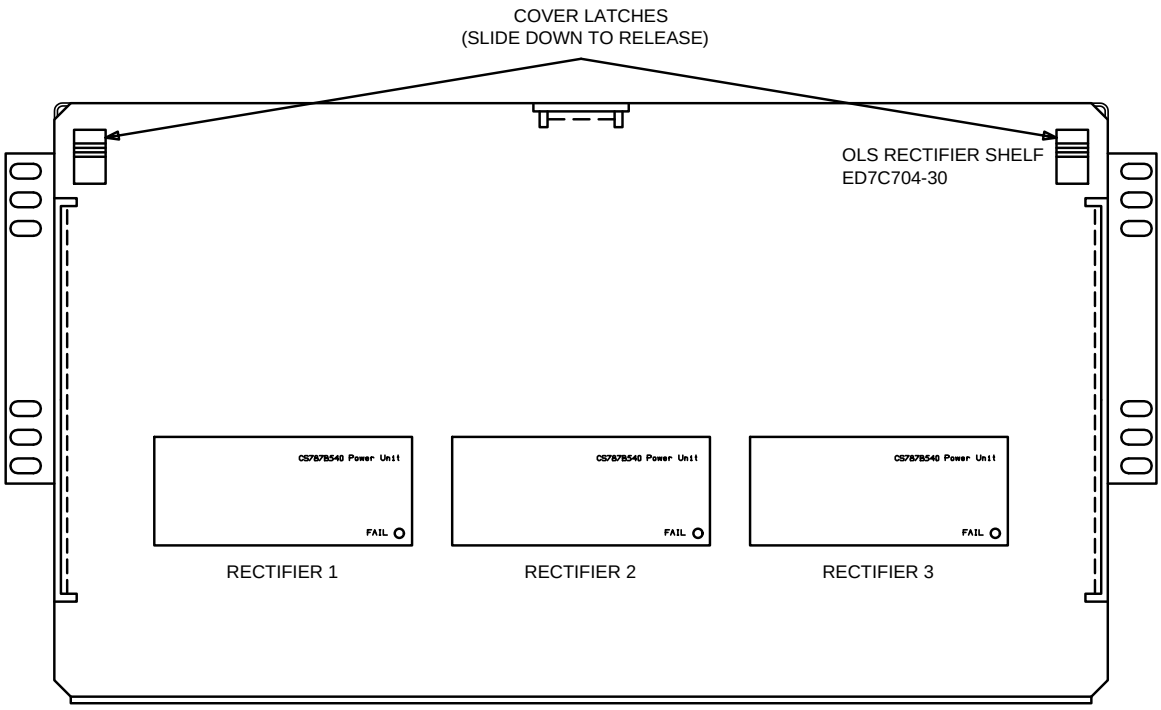

**Figure 2 – ED-7C704-30 Rectifier Shelf (With Cover)**
4. On rectifier shelf, set power unit in **RECTIFIER 1**, **RECTIFIER 2**, or **RECTIFIER 3**, position for power unit being installed [Figure 2]. Connect **P905-( )** (P905-1, P905-2, or P905-3) AC input cable to **J905/V IN** connector on power unit [Figure 3].